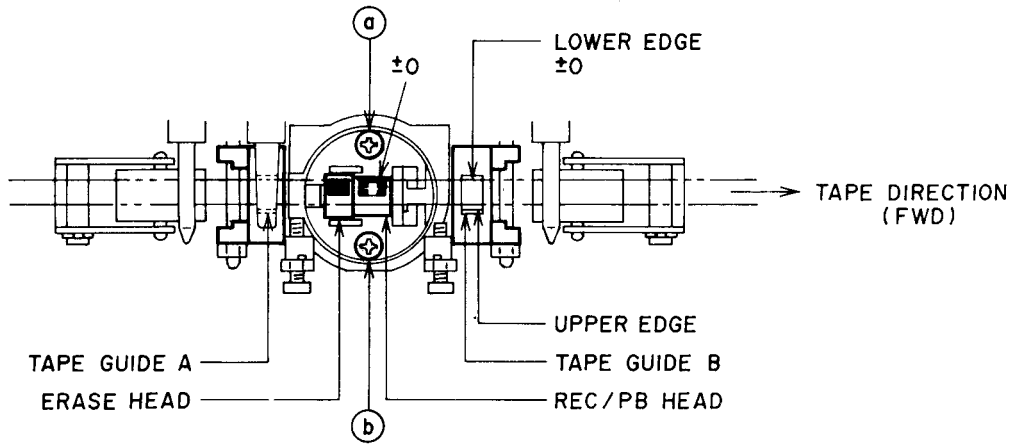

Fig. 6-1
6-1 TAPE GUIDE ADJUSTMENT (Refer to Figs. 6-1, 6-2, & 6-4)
5) When the head replacement is necessary, loosen only the screws ⓐ & ⓑ in Fig. 6-1 for easy replacement.